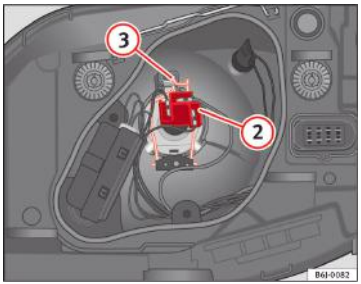

Fig. 146 Faza scurtă / faza lungă, farul simplu
– Scoateți conectorul ⇒fig. 146 (2) din bec.
– Deconectați resortul de fixare ⇒fig. 146 (3) apăsându-l în interior şi către dreapta.